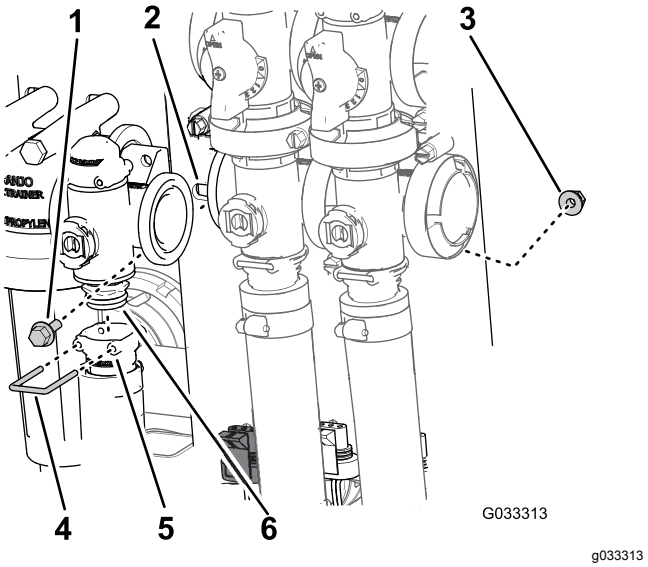

Figur 63
2. Fjern holderen som sikrer utgangsnippelen til manifoldet for mengderegulatorventilen (Figur 63).
3. Fjern de to flenshodeskruene og de to flensede låsemutterne som sikrer mengderegulatorventilen, og fjern ventilmanifoldet fra maskinen (Figur 63).